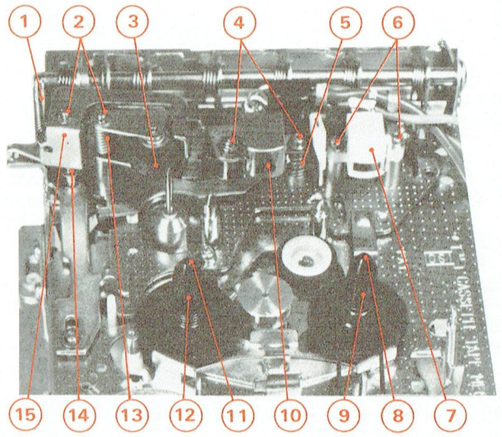

Fig. 7
b) Têtes magnétiques (Fig. 7)
c) Galet presseur (Fig. 7)
d) Porte-bobines (Fig. 7)